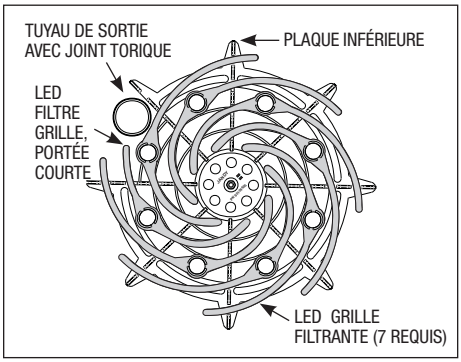

Figure 9. Disposition de la grille de filtre
6. Pour remonter l'ensemble de grille de filtre, disposer les grilles filtrantes en position sur la plaque inférieure, voir Fig. 9. Utiliser l'entretoise supérieure en plastique pour maintenir les grilles en place.